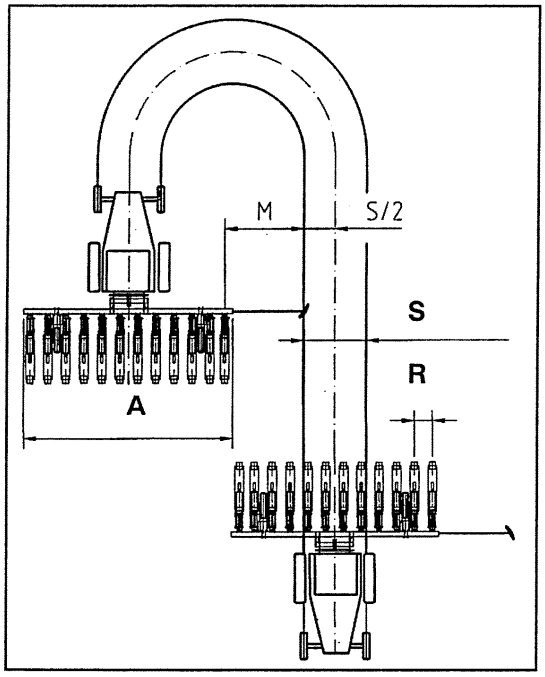

Afb.10
Voor de berekening van de lengte van de markeurs (M) (zie afb. 10)